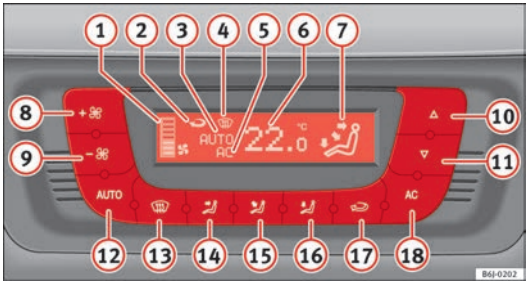

Fig. 94 Climatronic controls on the dash panel
– Press keys (10) and (11) ⇒ fig. 94 to adjust temperature.
(1) Blower level indicator.
(2) Air recirculation display:
(3) Display **AUTO** (Automatic operation)
(4) Demisting indicator
(5) AC indicator (Cooling connected)
(6) Interior temperature indicator selected
(7) Air flow direction indicator
(8) Fan speed increase
(9) Fan speed decrease
– Press the button AUTO. The indication ⇒ fig. 94 (7) is visible.
– Press keys (10) and (11) ⇒ fig. 94 to adjust the desired temperature inside the vehicle. We recommend you adjust the temperature to 22°C (72°F).
– Press one of the buttons ⇒ fig. 94 (14) to (16) or press the blower control (8) and (9) down. The indicator is switched off (3).
The blower can be adjusted with buttons (8) and (9) ⇒ fig. 94. If the blower is off (level (1) is not shown on the screen) and button (9) is kept pressed down, the Climatronic switches off. Then **OFF** is displayed on the screen.
– Press the button ⊖ to switch air recirculation mode on or off. This is ON if the symbol ⟲ ⇒ fig. 94 is displayed on the screen.